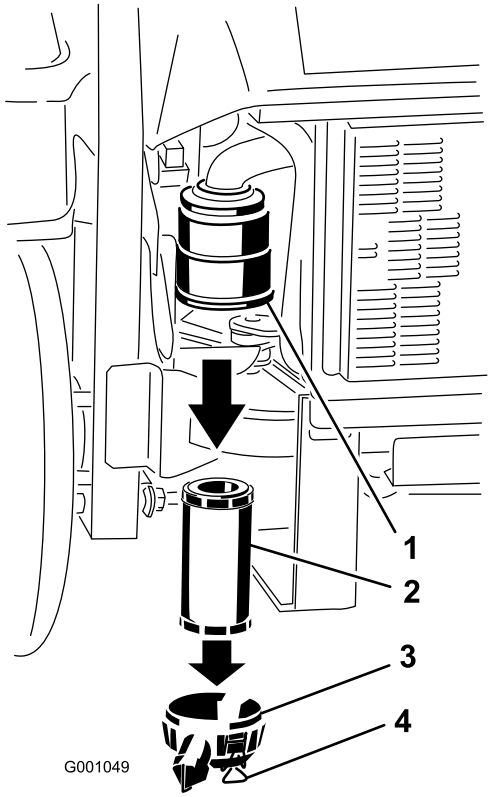

Figur 32
3. Åpne låsene på luftrenserdekslet og trekk luftrenserdekslet av luftrenserkroppen (Figur 32).
5. Skyv filteret forsiktig ut av luftrenserkroppen (Figur 32). Pass på at filteret ikke slår bort i luftrenserkroppen.